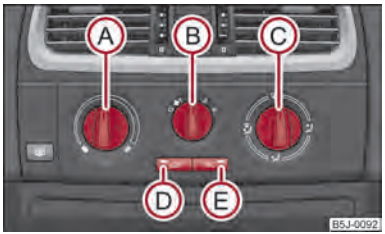

Fig. 79 Climatizzatore: Comandi
Il climatizzatore funziona se l'interruttore AC ⇒ fig. 79 Ⓔ è premuto e se risultano soddisfatte le seguenti condizioni:
– Ruotare la manopola Ⓐ ⇒ fig. 79 in senso orario per aumentare la temperatura.
– Premere il tasto AC Ⓔ ⇒ fig. 79. La spia nel tasto si illumina.
– Premendo di nuovo l'interruttore (AC) la funzione di refrigerazione si disinserisce. La spia nel tasto si spegne.
- Elementi di comando Ⓐ, Ⓑ, Ⓒ e il tasto Ⓓ ed Ⓔ ⇒ fig. 79.
– Premere il tasto ⟲ Ⓓ ⇒ fig. 79, la spia nel tasto si accende.
Se la manopola Ⓒ si trova in posizione ⇒ fig. 79, il ricircolo si disinserisce automaticamente. Premendo ripetutamente il tasto ⟲ è possibile reinserire il ricircolo anche in questa posizione.